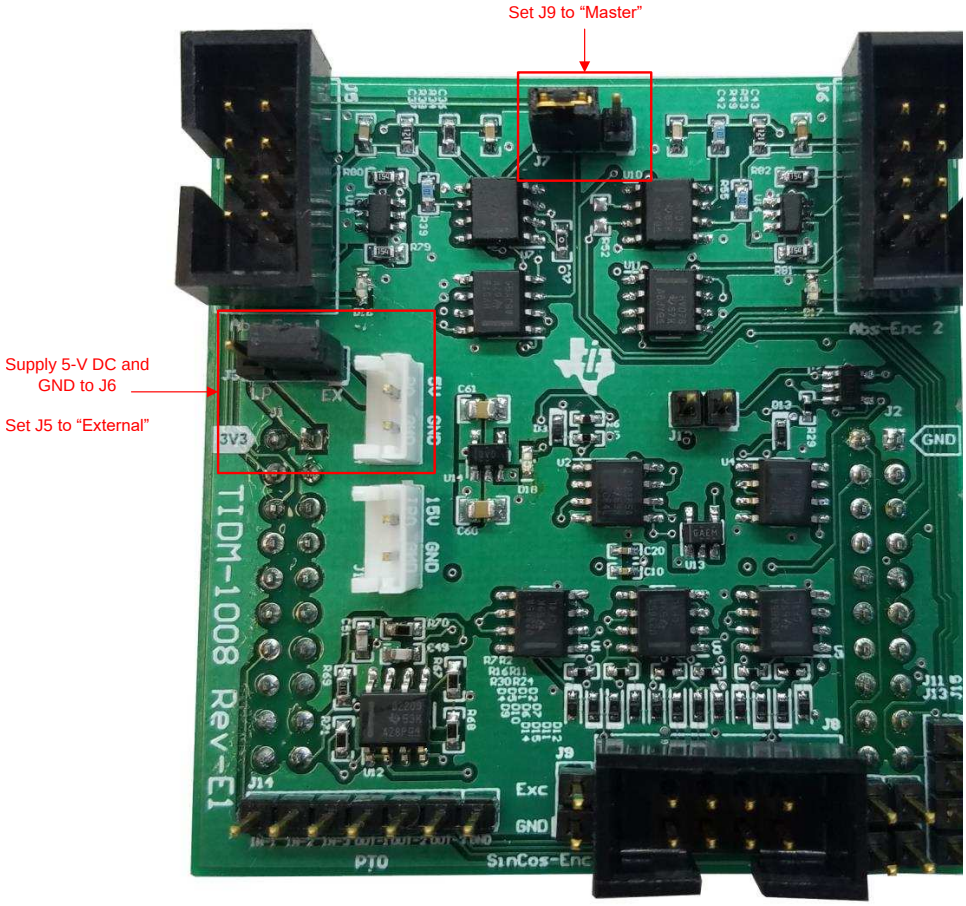
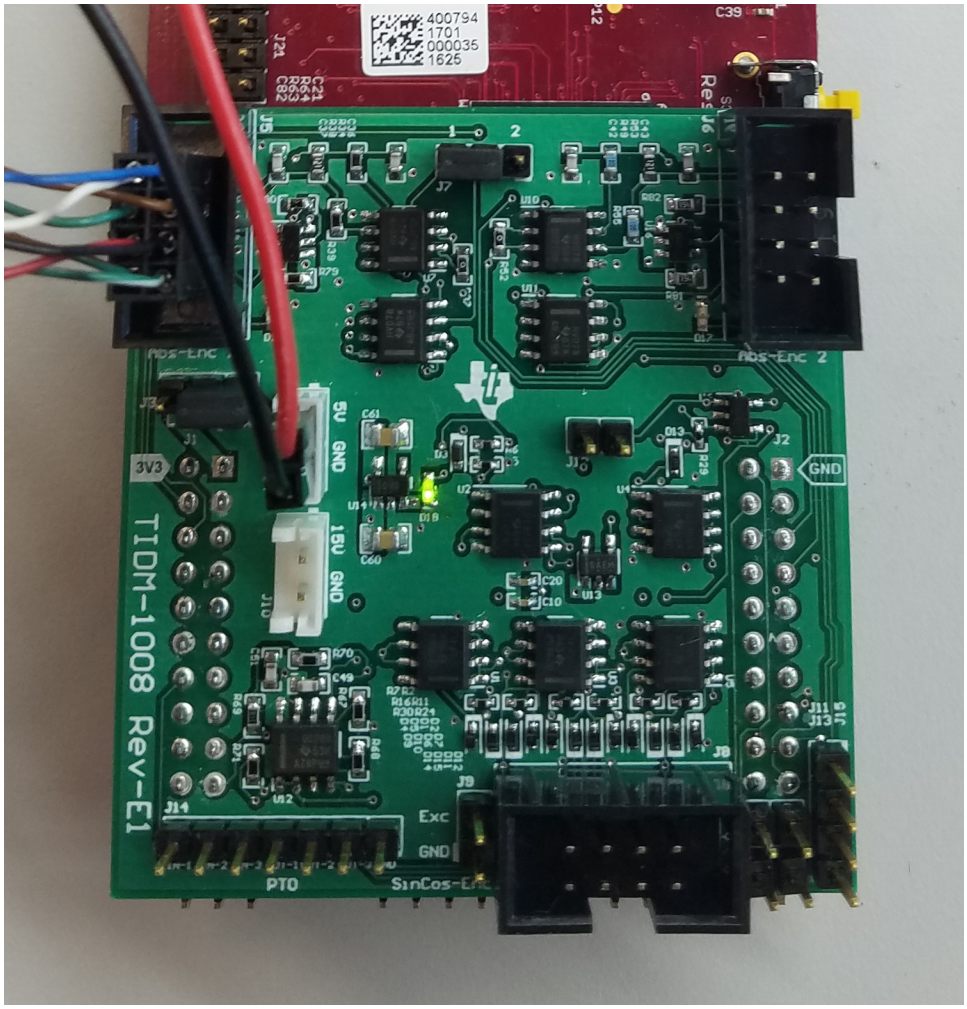

**Figure 5. TIDM-1008 Board Jumper Configuration**
**Figure 12. TIDM-1008 Board Powered on and Connected to Heidenehain Encoder**
Figure 5 shows the jumper configuration for TIDM-1008.
(1) This configuration requires providing an external power source to J6 as shown in Figure 5.
(2) This jumper is for a future reference design.
5. Supply 5-V DC and GND to J6 as shown in Figure 5. The board should now look like Figure 12. LED D18 should light, which shows that the board has power.